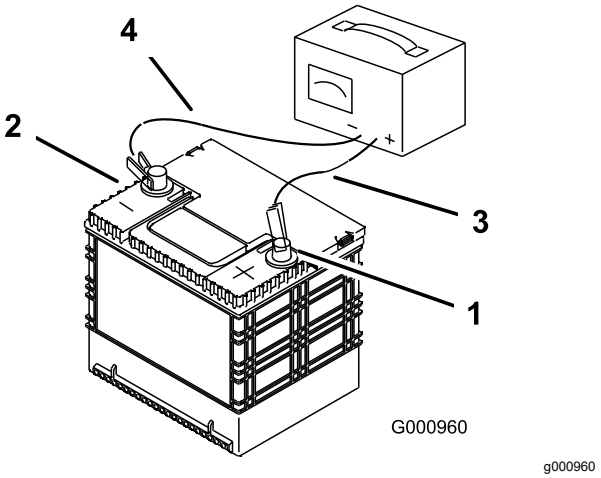

Figuur 50
3. Zodra de accu volledig is opgeladen, haalt u de acculader uit het stopcontact en maakt u de oplaadkabels los van de accuklemmen (Figuur 50).